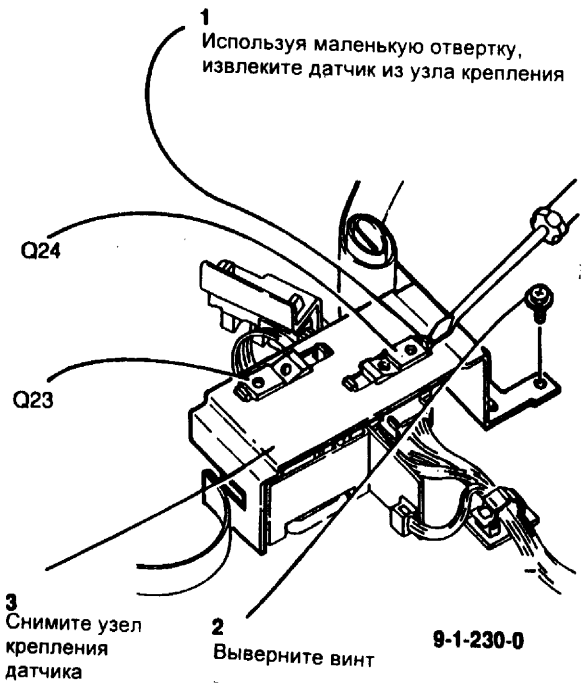

Рис. 2 Снятие датчиков размера оригинала при необходимости
3. (Рис. 2) Снимите датчик размера оригинала Q23 или датчик размера оригинала Q24 при необходимости.